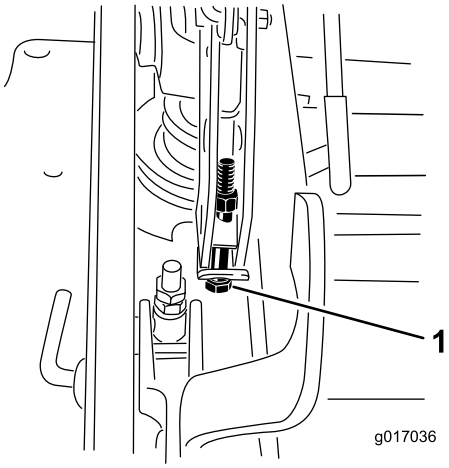

**Figur 89**
13. Hvis skjoldet er for lavt, skal bolten til enkeltpunktsjusteringen drejes med uret, så den strammes. Hvis skjoldet er for højt, skal bolten til enkeltpunktsjusteringen drejes mod uret, så den løsnes (Figur 89).